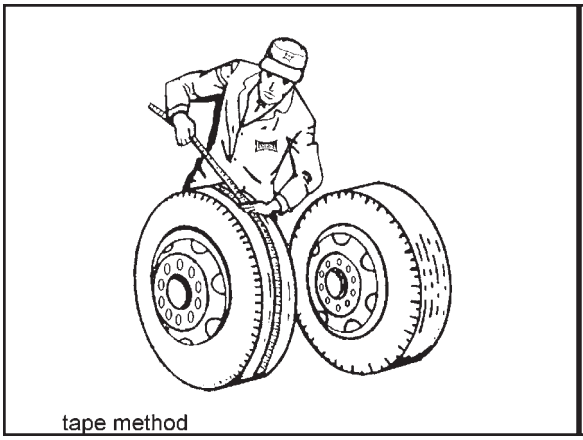

Figure 4-21 Measuring Tape Method
a. Tape Measuring Method: Measure around each tire on the tread surface. A maximum difference of 3/4" is allowed between the two mating tires of a dual **(See Figure 4-21).**